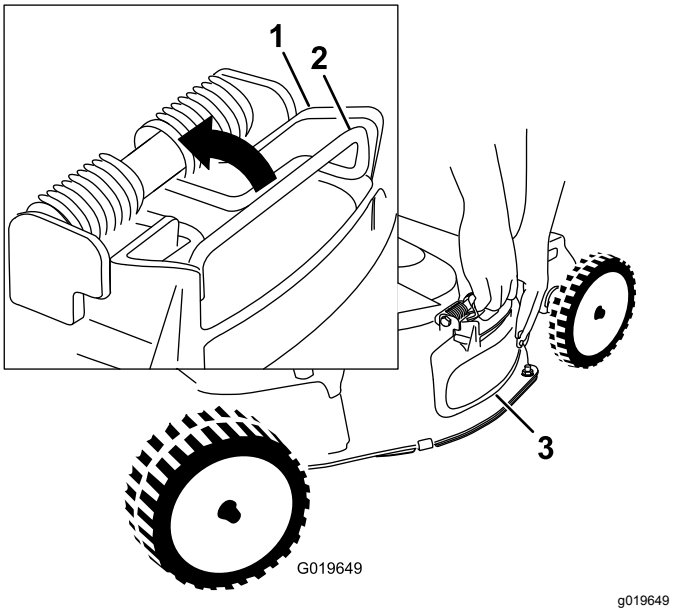

Figuur 24
4. Verwijder de zijafvoergeleider door de veer die de klep op zijn plaats houdt omhoog te trekken en de geleider te verwijderden (Figuur 24).